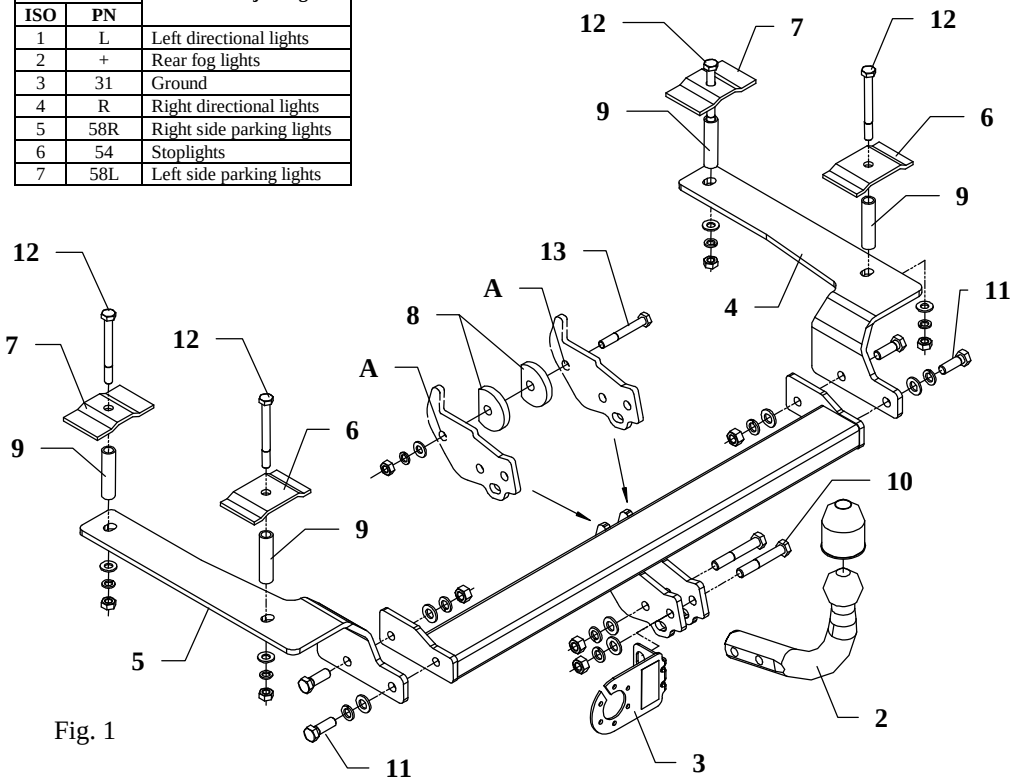

Fig. 1
4. To prepared holes put distance sleeves ø17mm, L=70mm (pos. 9).
5. On holes put fish-plates (pos. 6 and 7) as shown on figure 1, next put bolts M10x100mm (pos. 12).
6. Underneath the car, to the chassis frame put side brackets (pos. 4 and 5) and fix it loosely.
7. Between installed brackets put main bar of the towbar (pos. 1) and fix it loosely using bolts M12x35mm (pos. 11).
8. Through holes pos. A fix with original towing eye using cut washers ø58xø12x10mm (pos. 8) and bolt M10x75mm (pos. 13).
11. Fix tow-ball (pos. 2) and socket plate (pos. 3) by bolts M12x75mm (pos. 10) from accessories.